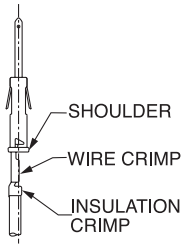

Figure 5 - Unacceptable
5. Remove the wire and inspect the crimp. The strands should be visible at both ends of the crimp. There should be no loose strands (see Figures 1-3). The contact should be co-linear with the wire (see Figure 4). Bent contacts are unacceptable (see Figure 5).